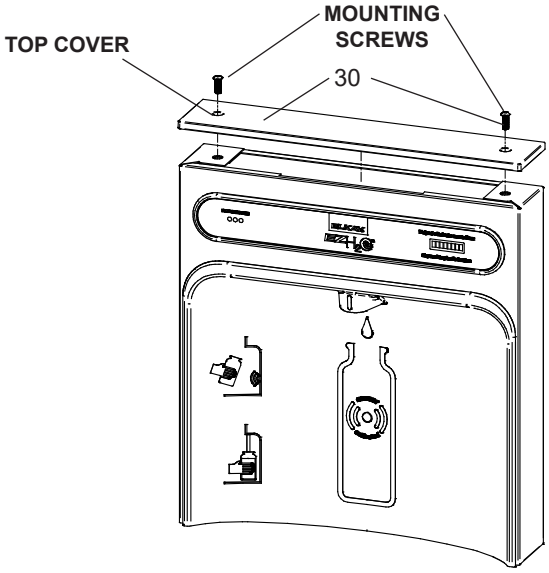
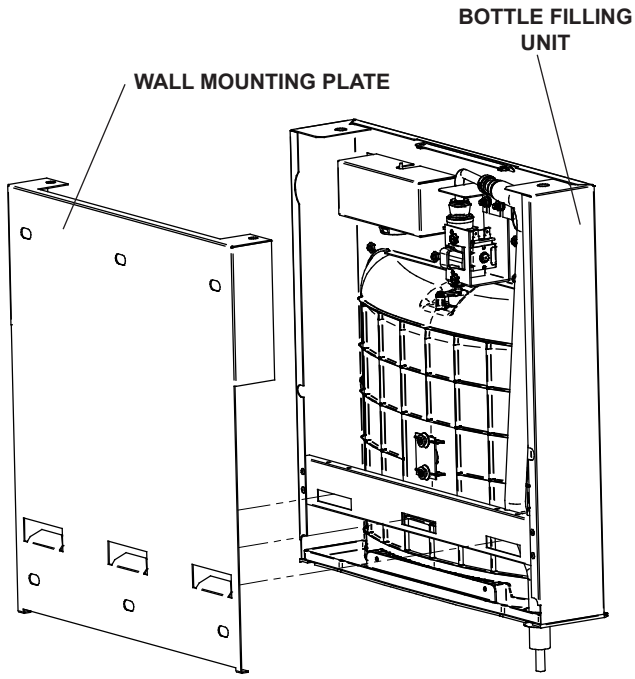

Fig. 8
Fig. 11
1) **Remove two (2) mounting screw**s with 5/32” Allen wrench holding top cover to Bottle Filler (See Fig. 8). Remove top cover. Note do not discard mounting screws, they will be needed to reinstall top cover.
8) **With the power cord and waterline through hole** on top of water cooler place Bottle Filler on the three (3) angled tabs protruding from the wall mounting plate installed on wall. Make sure round boss in gasket fits in hole of basin. (See Fig. 11).
9) **Once Bottle Filler is installed on wall plate tabs,** waterline and power cord are installed properly, push top of Bottle Filler toward wall and line up top cover two (2) holes.
10) **Reinstall Top Cover on Bottle Filler** (See Fig. 8) with two mounting screws from step 1 above. Caution, do not over tighten screws.